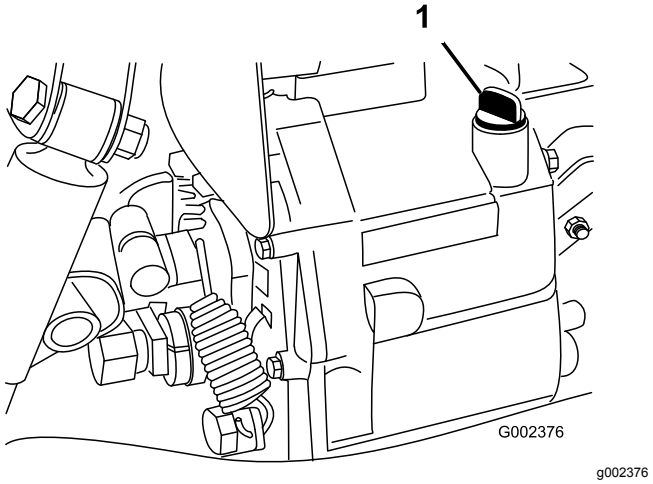

Figur 68
4. Rengør området omkring målepinden (Figur 68).